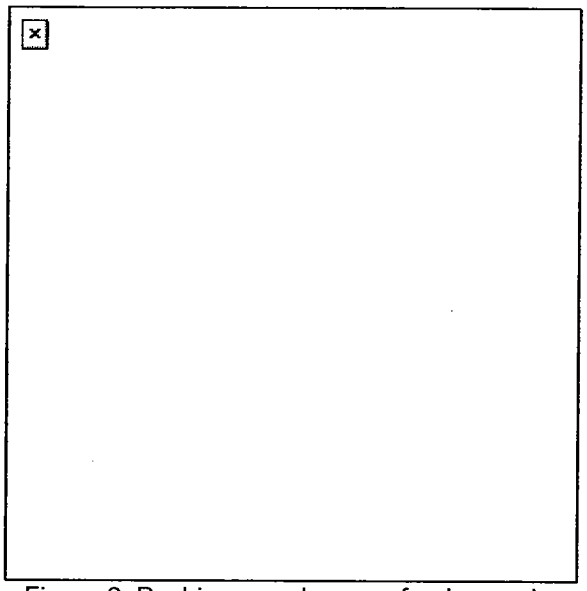

Figure 2. Pushing round across feeder pawls.
b. Push or slide the round across the first set of feeder pawls, making sure the round is straight and firmly seated against the bolt (Figure 2).